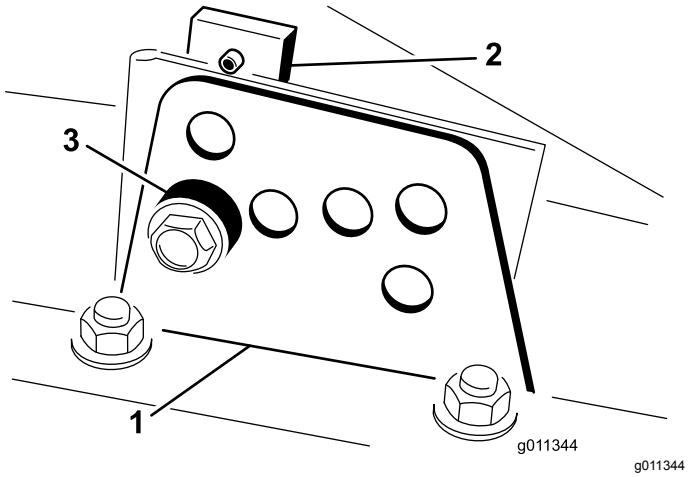

Figur 4
2. Løsn bolten, som fastgør hvert klippehøjdebeslag på klippehøjdepladen (front og hver side) (Figur 4).
4. Fjern afstandsklodsen, mens du understøtter kammeret (Figur 4).